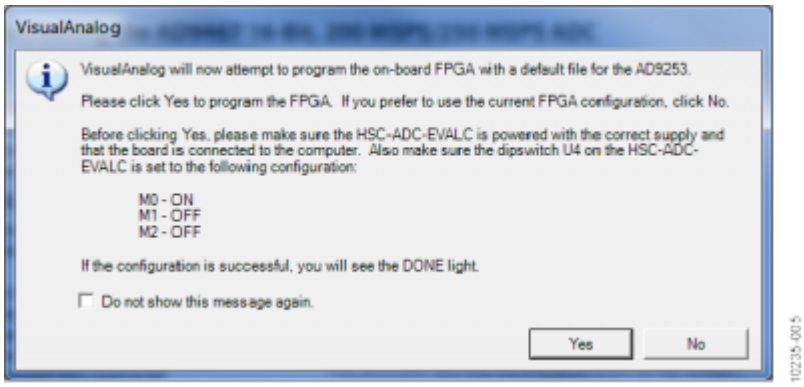

Figure 4. VisualAnalog Default Configuration Message
2. After the template is selected, a message might appear asking if the default configuration can be used to program the FPGA (see Figure 4). If this message appears, click **Yes**, and the window will close.